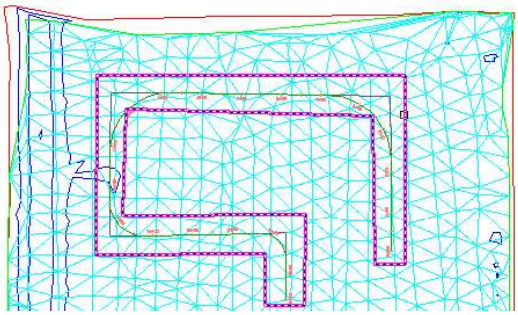

Figure 4-27 *Selecting the* ***Finished Ground*** *from the drawing*
7. Select the **Finished Ground** displayed in magenta color from the drawing, as shown in Figure 4-27.